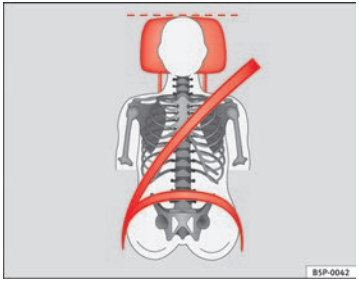

Fig. 12 Correct seat belt and head restraint positions, viewed from front
- **The shoulder belt must be positioned around the middle of the shoulder. The seat belt must lie flat and snugly on the torso ⇒ page 22, fig. 12.**